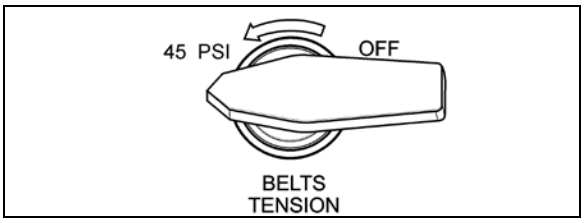

**FIGURE 12: BELT TENSIONER VALVE ON REAR CONTROL PANEL (OPTION)**
8. Locate the A/C compressor belt tensioner pressure releasing valve (if so equipped). Turn pressure releasing valve handle counterclockwise in order to release pressure in belt-tensioner air bellows and loosen belts (Figure 12). Remove the belts.